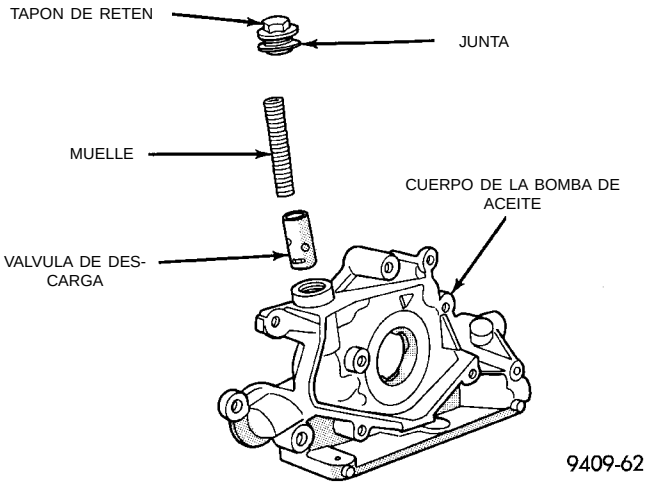

Fig. 85 Válvula de descarga de presión de aceite
(1) Para retirar la válvula de descarga, proceda de la siguiente manera:
(2) Retire el tapón roscado y la junta de la bomba de aceite (Fig. 85).
PRECAUCION: Debe instalarse la válvula de descarga de presión de la bomba de aceite tal como se muestra en la (Fig. 85) o puede producirse una avería seria.
(3) Retire el muelle y la válvula de descarga (Fig. 85).